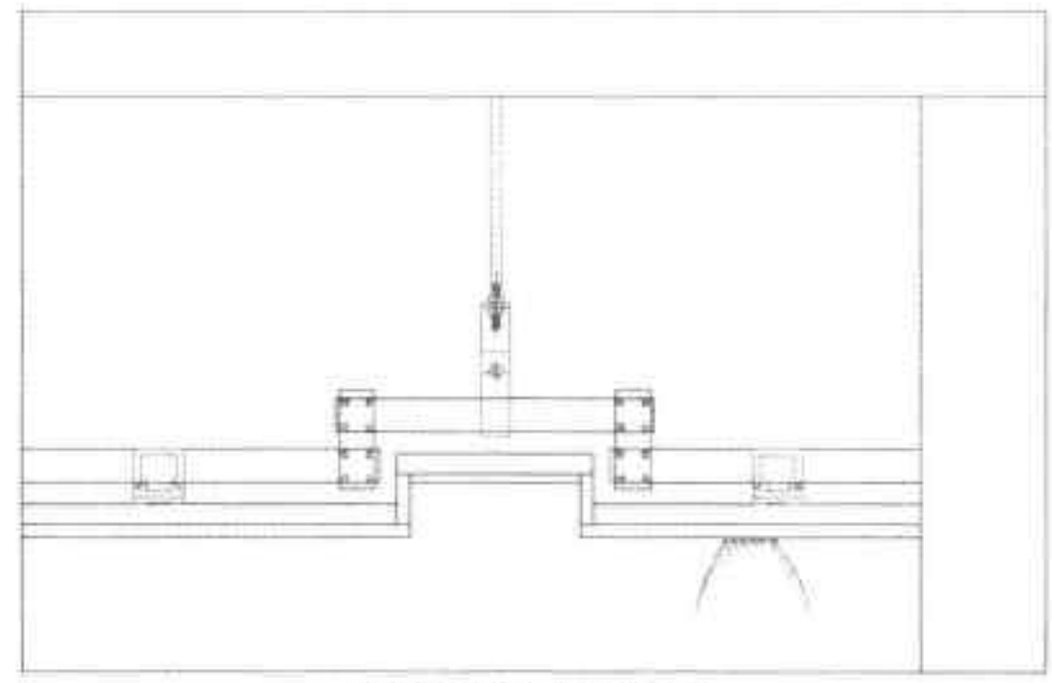

图19-145 修剪图形
Step 12 执行“修剪”命令，对图形进行修剪，如图 19-145 所示。